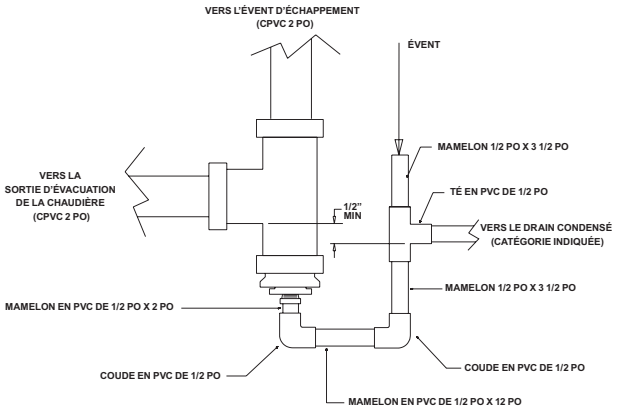

Figure 10
1. L'évacuateur d'eau de condensation doit être construit sur place selon la figure 10
L'évacuateur d'eau de condensation doit être installé sur place tel qu'indiqué précédemment à la figure 10. Des raccordements en PVC de ½ po sont fournis pour l'évacuateur d'eau de condensation (assemblés sur place). La canalisation d'écoulement de la condensation doit être dirigée, avec une pente descendante, vers un avaloir de sol à ¼ po au pied.